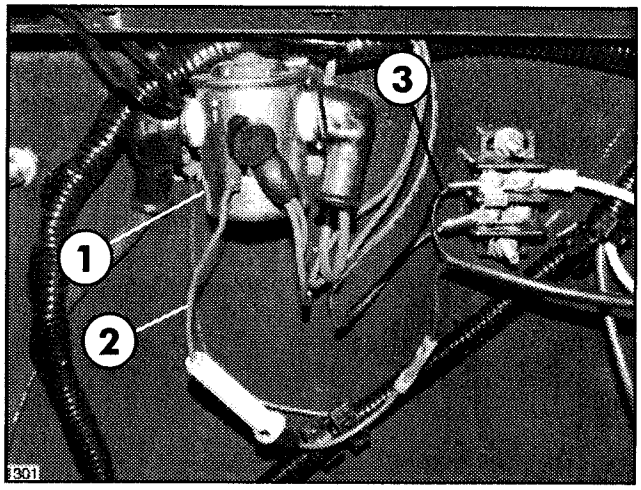

FIG. 7
14. Route Power Cable under Fuse Box and attach Spade Terminal on Ground Wire (black) to Ground Terminal Block. See FIG. 7.